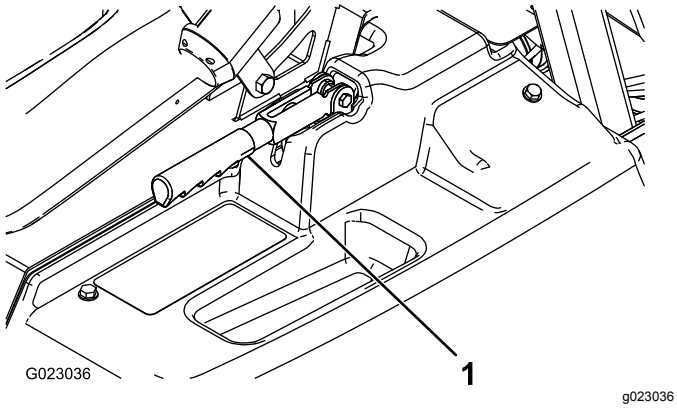

Rysunek 53
2. Poluzuj śrubę ustalającą mocującą gałkę do dźwigni hamulca postojowego (Rysunek 53).